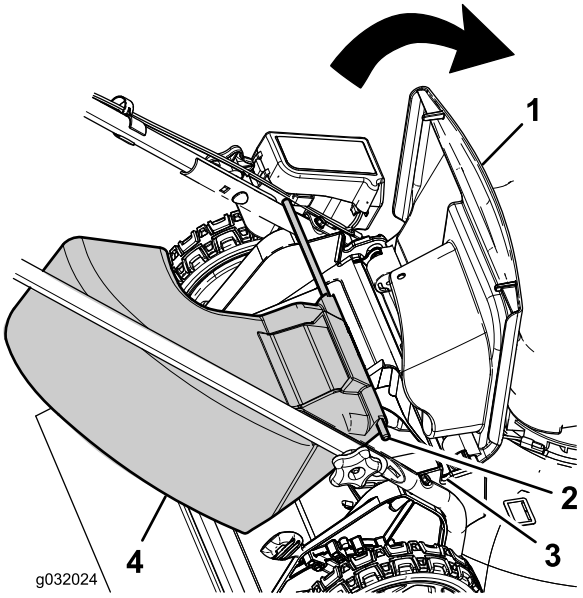

Figur 21
1. Lyft upp den bakre gräsriktaren (Figur 21).
2. För in sidoutkastarens stångändar i spåren på handtagsfästena (Figur 21).